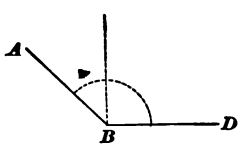

FIG. 10.
28. An **obtuse angle** is greater than a right angle. $A\,B\,D$ (Fig. 10) is an obtuse angle.